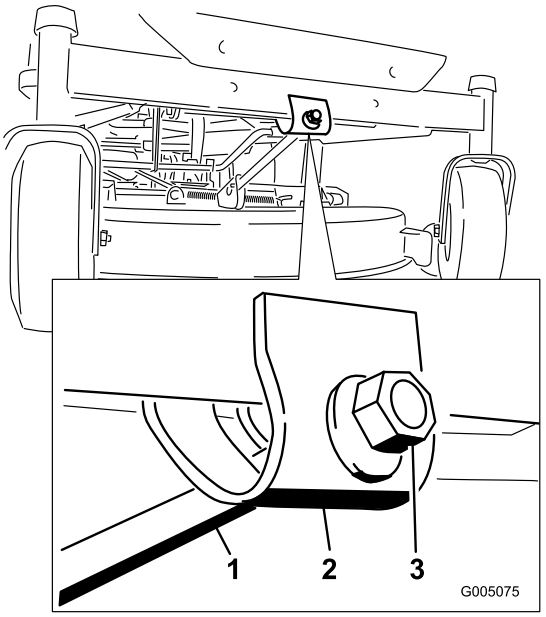

Figur 46
7. Vrid på justeringsmuttern framtill på klipparen för att justera knivens främre-bakre lutning (Figur 46).